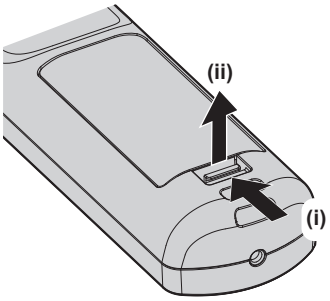

Abb. 1
1) Öffnen Sie den Deckel. (Abb. 1)